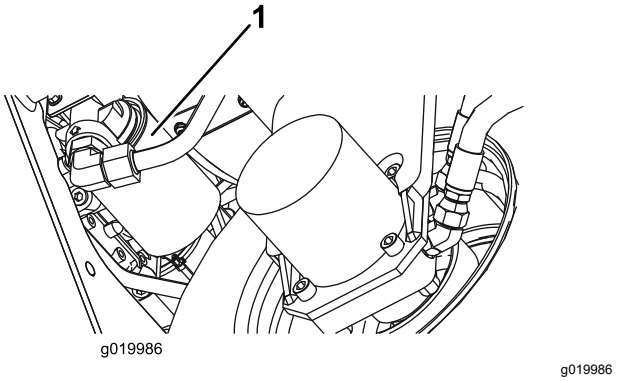

Figur 76
2. Rengör runt området där filtret ska monteras. Placera ett avtappningskärl under filtret (Figur 76) och avlägsna filtret.